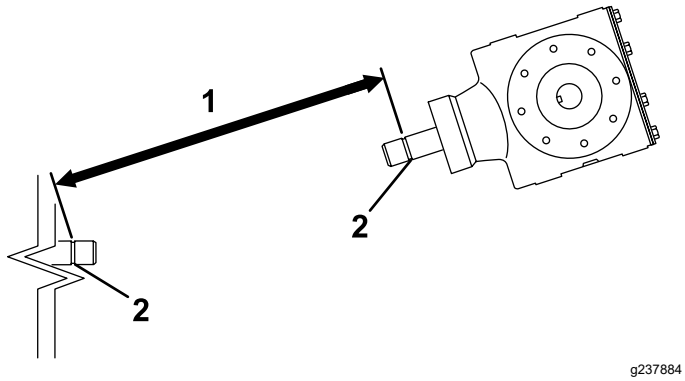
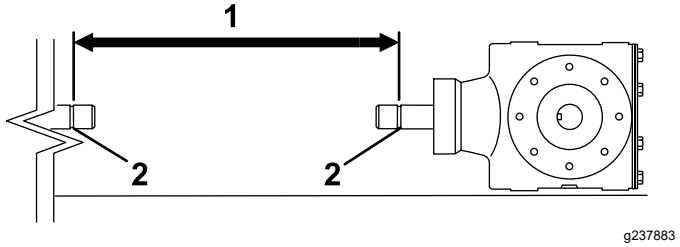
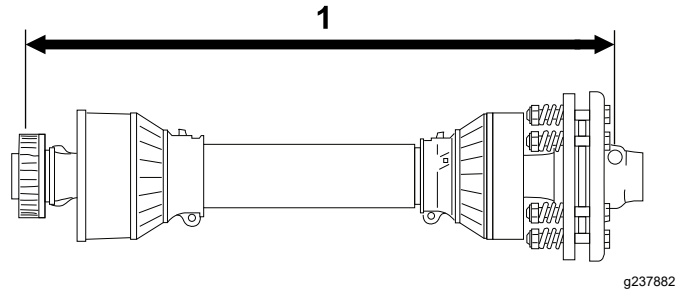

Figura 12
Figura 14
Figura 15
3. Misurate la distanza tra la scanalatura di bloccaggio sull'estremità dell'albero della presa di forza della motrice e la scanalatura di bloccaggio sull'albero della PDF della trasmissione dell'arieggiatore (Figura 12).
5. Misurate la distanza tra la scanalatura di bloccaggio sull'estremità dell'albero della presa di forza della motrice e la scanalatura di bloccaggio sull'albero della PDF della trasmissione dell'arieggiatore (Figura 14).
6. Misurate la distanza dal centro della sfera del perno di bloccaggio sull'estremità dell'albero della PDF al centro del perno di bloccaggio sull'altra estremità (Figura 15).
7. Scegliete la minore delle 2 misure indicate nella Figura 14 e nella Figura 12 e sottraetela dalla distanza indicata nella Figura 15. Esempio: 81 cm meno 67 cm uguale 14 cm.